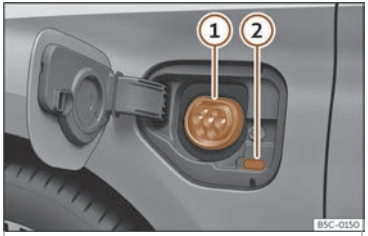

Fig. 198 Darrere de la tapa de càrrega de la bateria a la part davantera esquerra:Presa de càrrega
>>> **fig. 198**
- Amb el vehicle desbloquejat, la tapa de càrrega de la bateria s'obre en pressionar-la >>> **fig. 198**.